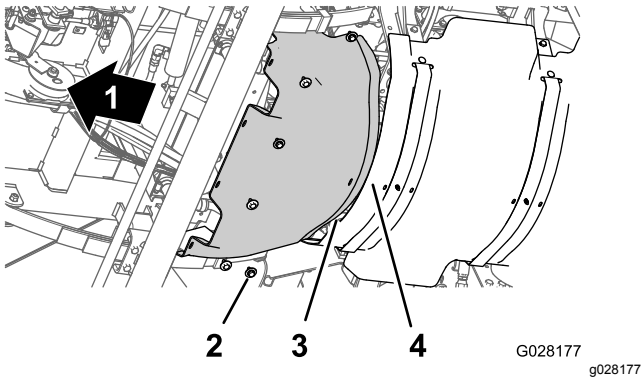

Figur 60
1. Plasser den bakre flensen på det fremre varmeskjoldet på linje med den fremre flensen på det bakre varmeskjoldet (Figur 60).
2. Plasser hullene på det fremre varmeskjoldet på linje med de gjengede hullene i chassiset (Figur 60).
3. Fest det fremre varmeskjoldet på maskinen med de seks sekskantboltene og seks skivene (Figur 60) som du fjernet i trinn 3 av Fjerne det fremre varmeskjoldet (side 49).